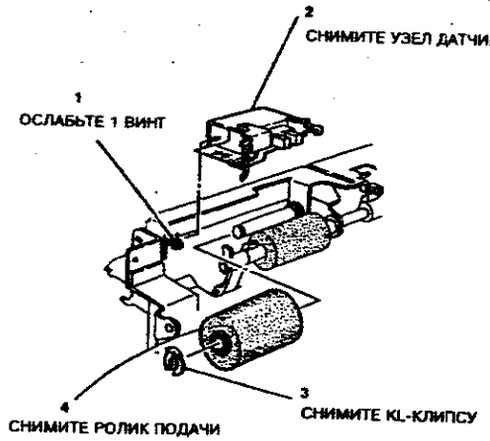

**Рисунок 1. Снятие роликов подачи**
2. (Рисунок 1) Снимите ролик подачи.